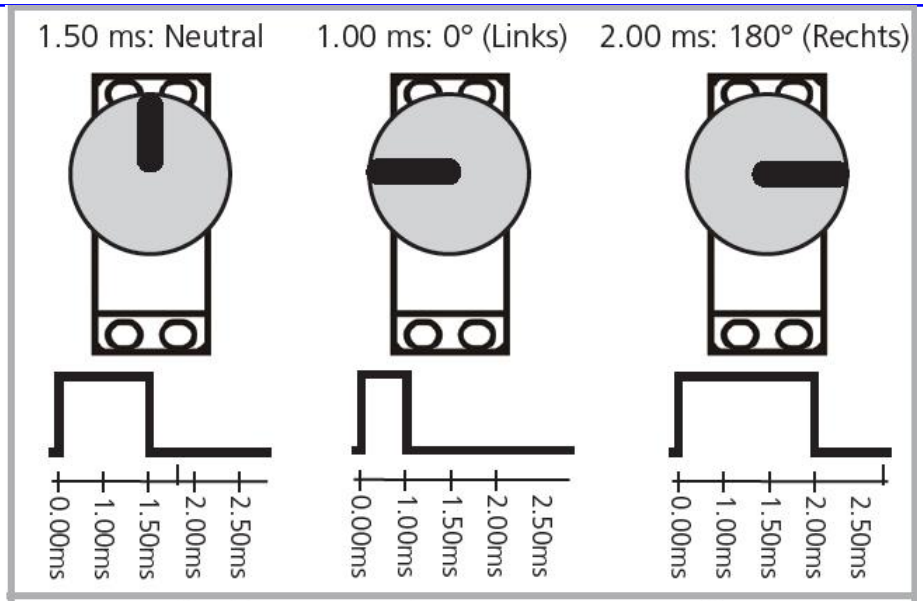

Afbeelding 1 : Impulssturing voor RC-servo's
- De doelpositie zal via een impuls leiding aangestuurd worden (bij Graupner servo’s de oranje draad, bij andere de witte draad). Een permanente spanningsverzorging (4,8V – 6,-V) zal eveneens voorzien worden op de interface. Op de impulsleiding verwacht de servo in afstand van 20 tot 25ms een positieve impuls met een lengte van 1 tot 2,0ms. De lengte van de impuls is proportioneel aan de doelpositie, afbeelding 1 verduidelijkt dit.